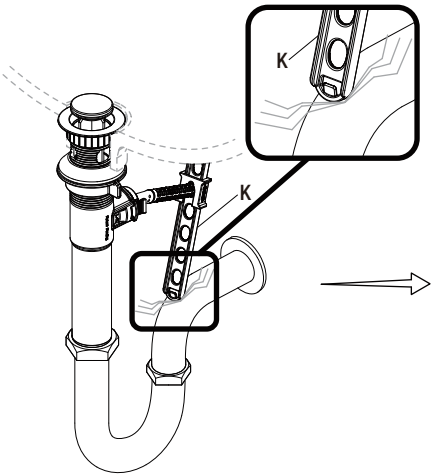

Fig. 1
- ☐ Si la correa de la varilla de elevación (K) sobresale tanto que interfiere con tu instalación, como se muestra en la Fig 1, la varilla de elevación (K) puede recortarse.